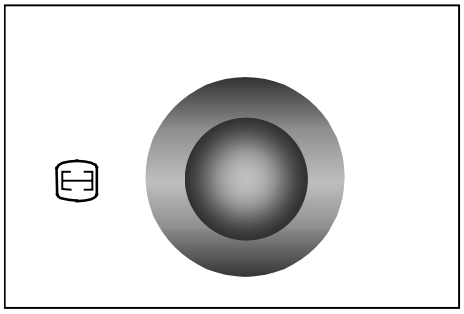

fig. 7
3. Appuyez sur le bouton ⊟ (fig. 7).